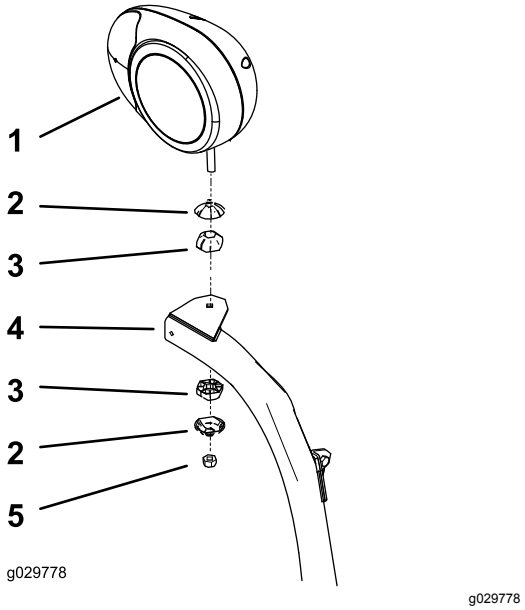

Figuur 7
2. Bevestig de linker en rechter koplamp aan de beugels van de koplampen (Figuur 7) met de meegeleverde bevestigingen.
4. Bevestig de linker en rechter koplamp aan de beugels van de koplampen (Figuur 7); gebruik de meegeleverde bevestigingen.